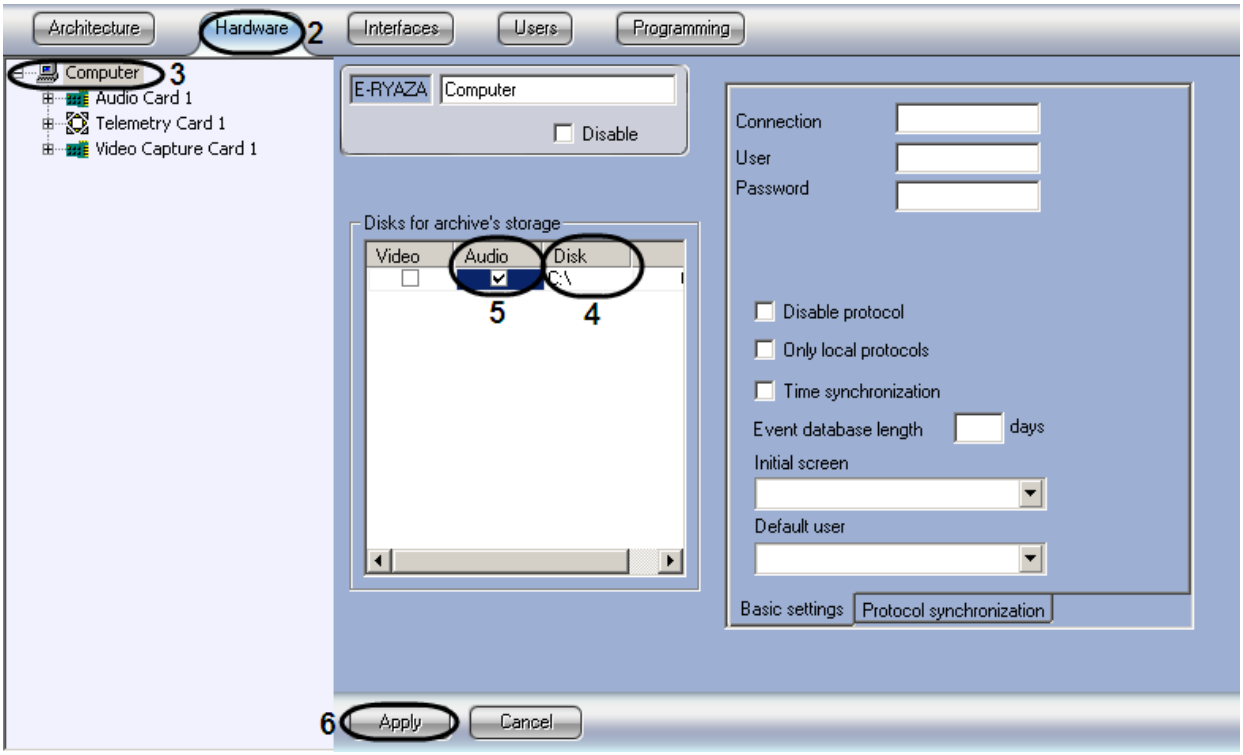

Figure 8.8-6. Selecting the disks for audio archive storage
2. Go to the “Computer” object settings panel (Figure 8.8-6).
3. Select the “Computer” object on the “Hardware” tab in the objects tree. The settings panel of the selected object appears in the right part of the “Hardware” tab (Figure 8.8-6,4).
5. Click the “Apply” button (Figure 8.8-6,6).